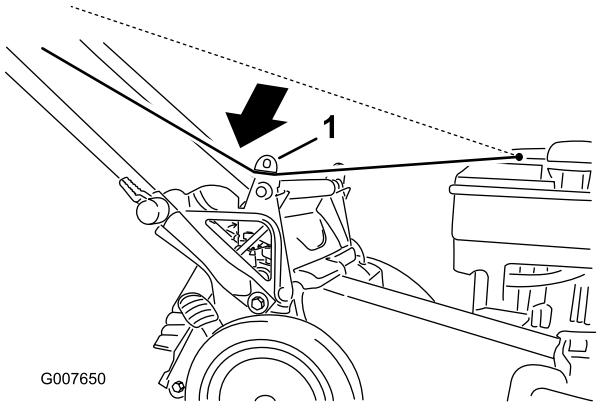

**Figuur 19**
1. Laat het startkoord rond de onderste koordgeleider lopen (Figuur 19).